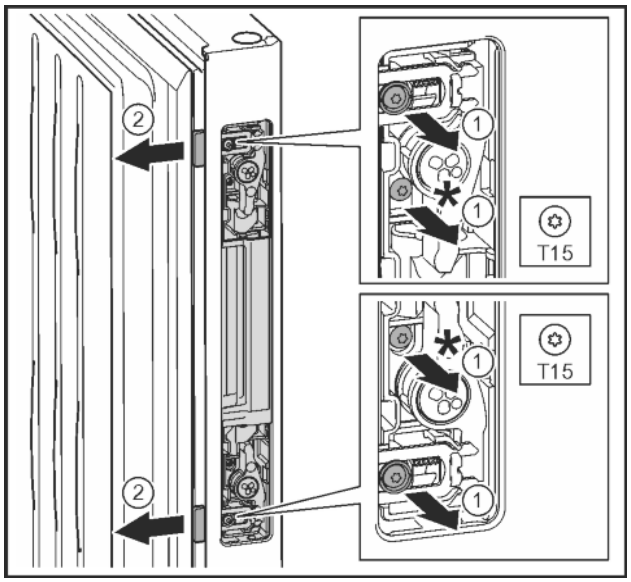

Fig. 19
▶ Выкрутить винты вместе с серыми пластмассовыми колпачками отверткой T15 *Fig. 19 (1)*
▶ С усилием извлечь защелку механизма открывания двери. *Fig. 19 (2)*